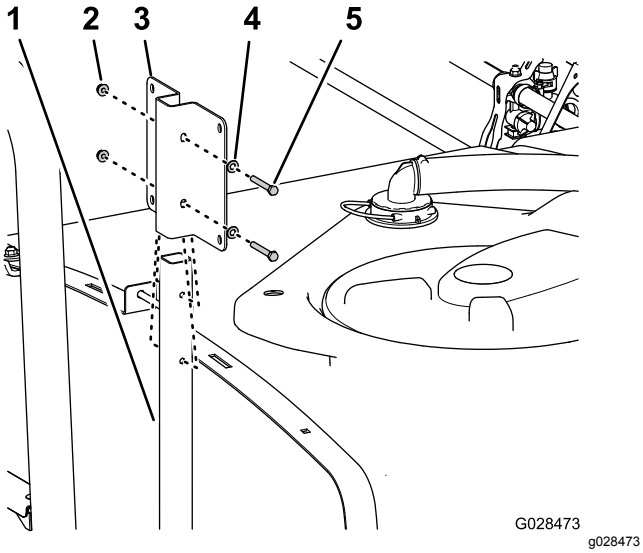

**Figur 36**
1. Rett inn hullene i festet til ferskvannstanken med hullene i det øvre støtterøret (Figur 36).
2. Sikre festet til røret (Figur 36) med to flenshodebolter (5/16 x 2¼ tommer), to skiver (5/16 tomme) og to flenslåsemuttere (5/16 tomme).